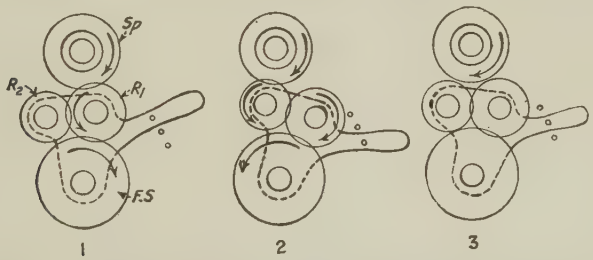

FIG. 181.—Illustrates operation of reverse gears or tumbler gears.
The two tumbler gears are intermediate gears between the spindle gear and the fixed stud gear and are so mounted on a bracket as to make it possible for the operator to have one intermediate or two intermediates in mesh between the driving and driven gears or to throw them both out of mesh with the driving gear. That is, with the three positions of the handle as shown (Fig. 181), the lathe hand may have (1) forward movement, (2) reverse, (3) neutral or no motion of the stud shaft.